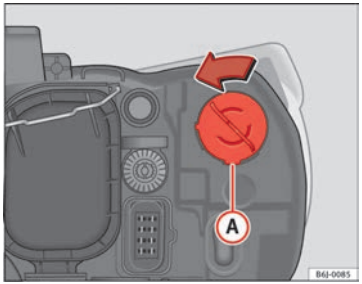

Fig. 140 Turn signal
– Rotate the bulb holder ⇒ fig. 140 (A) to the left and pull.